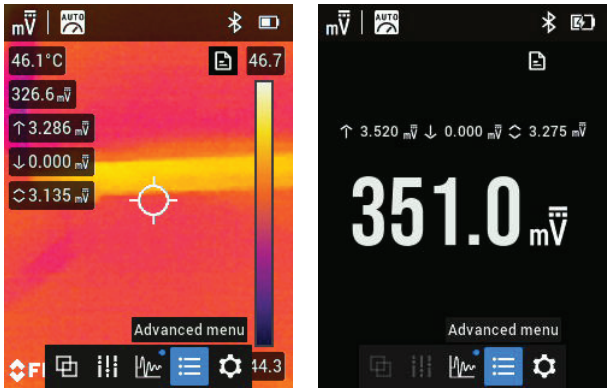

**Figure 10.16** Advanced Menu accessible from thermal image mode (left) and multimeter mode (right).
2. The maximum, minimum, and average reading memories will appear on the left side of the thermal image, or above the main reading in the multi-meter mode, next to their associated icon (left to right, MAX, MIN, AVG), as shown in Figure 10.16.